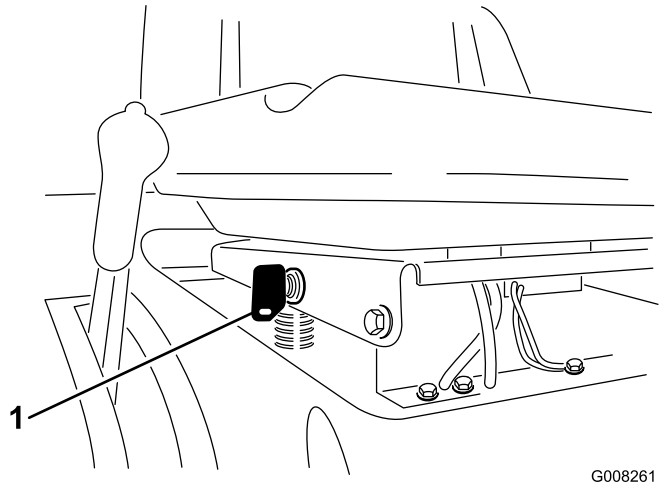

Figur 14
Hvis du skal bruge knivenes kraftudtag, mens du bakker, kan du slå denne sikkerhedsfunktion fra ved hjælp af KeyChoice-kontakten, der er placeret nær sædebeslaget (Figur 14).
2. Sæt KeyChoice-nøglen i kontakten (Figur 14).